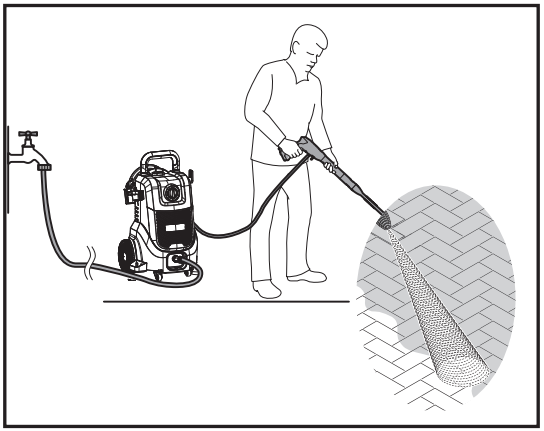

Fig. 20
2. Se utilizar o bocal variável (20), defina o padrão de pulverização necessário.
4. Segure na pistola de pulverização (16) com as duas mãos.
5. Ligue a máquina rodando o interruptor rotativo de ligar / desligar (3) para a posição **"I"**.
7. Aperte completamente o gatilho (16a) da pistola de pulverização para iniciar o jato de água, conforme ilustrado na Fig. 20.